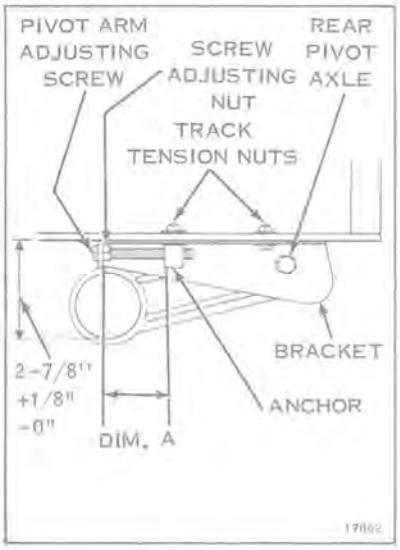

Figure 11-4
Track tension is correct if the distance from the bottom of the pivot arm bearing bore to the bottom of the chassis is 2-7/8" + 1/8" -0". See Figure 11-4.
c. Turn pivot arm adjusting screws to obtain the correct track tension as shown in Figure 11-4. Measure distance from bracket to anchor on each side, Figure 11-4, dimension A. If measurements are not equal, loosen adjustment on the side with longest dimension until measurement is equal within 1/32". This is done by turning the pivot arm adjusting screw counterclockwise. Tighten all retaining nuts.
b. Loosen track tension nuts. See Figure 11-4.